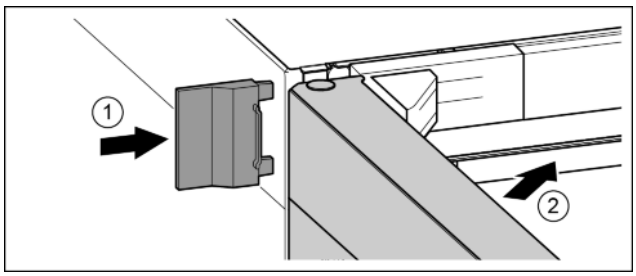

Fig. 23
- ▶ Slide on the external cover. *Fig. 23 (1)*
- ▶ Close the upper door. *Fig. 23 (2)*